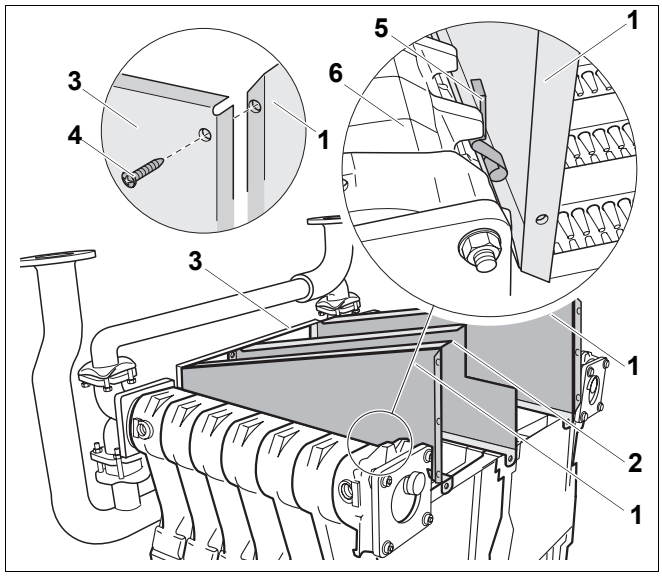

Rys. 37 Montaż ścianek bocznych
- Włożyć najpierw jedną, a potem drugą ściankę boczną (rys. 37, **poz. 1**) we wpust prowadzący i luźno przykręcić śrubami z łbem płaskim 3,9 × 9,5 (rys. 37, **poz. 4**) do ścianki przedniej (rys. 37, **poz. 3**).
- Nałożyć nakrętki klatkowe M6 (w zależności od wielkości kotła 5 lub 7 sztuk) na odpowiednie wycięcia w ściankach bocznych (rys. 37, **poz. 1**) i ściance środkowej (rys. 37, **poz. 2**).
- Cztery sprężyny (rys. 37, **poz. 5,** dwie z lewej, dwie z prawej) wsunąć między ścianki boczne (rys. 37, **poz. 1**) a blok kotła (rys. 37, **poz. 6**).